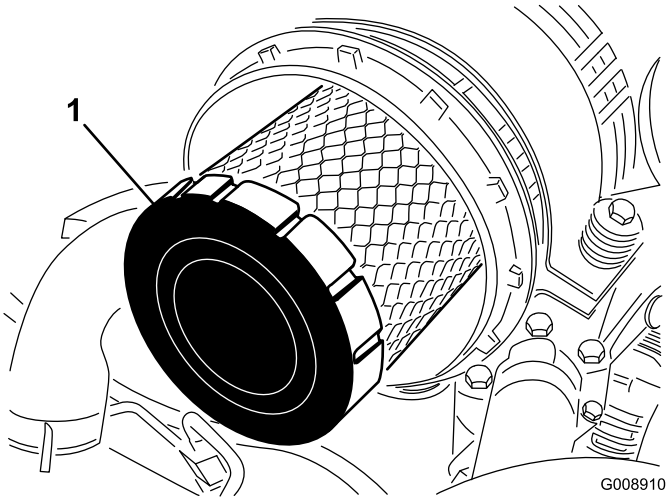

Figur 46
4. Afmonter og udskift primærfilteret (Figur 46).